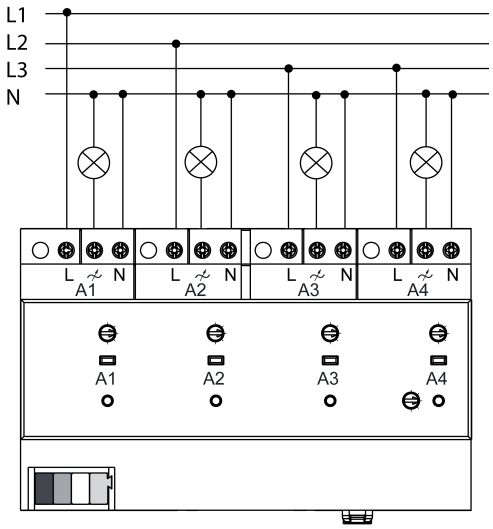

Bild 3: Anschlussbeispiel Ausgänge
- Lasten gemäß Anschlussbeispiel anschließen (Bild 3)